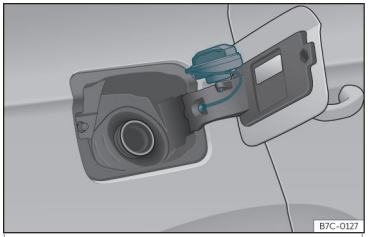

Fig. 252 Tapa del depósito con el tapón encajado.
- Colóquelo en el espacio que hay en la bisagra de la tapa abierta ››› **fig. 252**.